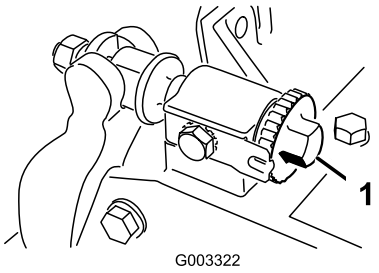

Figur 22
1. Øg kontakten mellem knivcylinder og bundkniv ved at dreje bundknivens justeringsknapper (Figur 22) mod uret, indtil der ikke længere er kontakt.